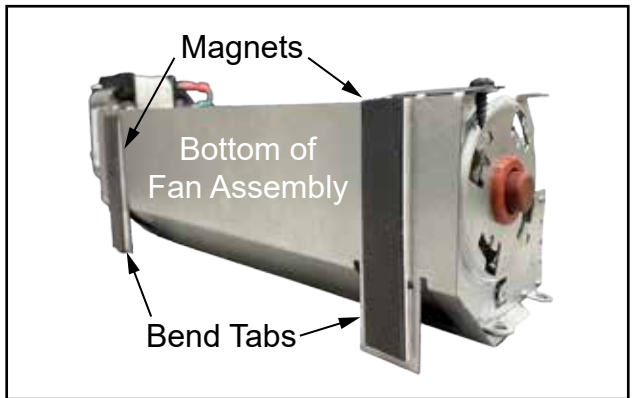

Figure 7 Novus Appliances Only
- For Novus Appliances Only, bend down tabs to be level with the bottom of the fan bracket as shown in Figure 7. Install magnetic strips as shown in Figure 7. Trim off excess magnetic strip pieces and save remains for control module.